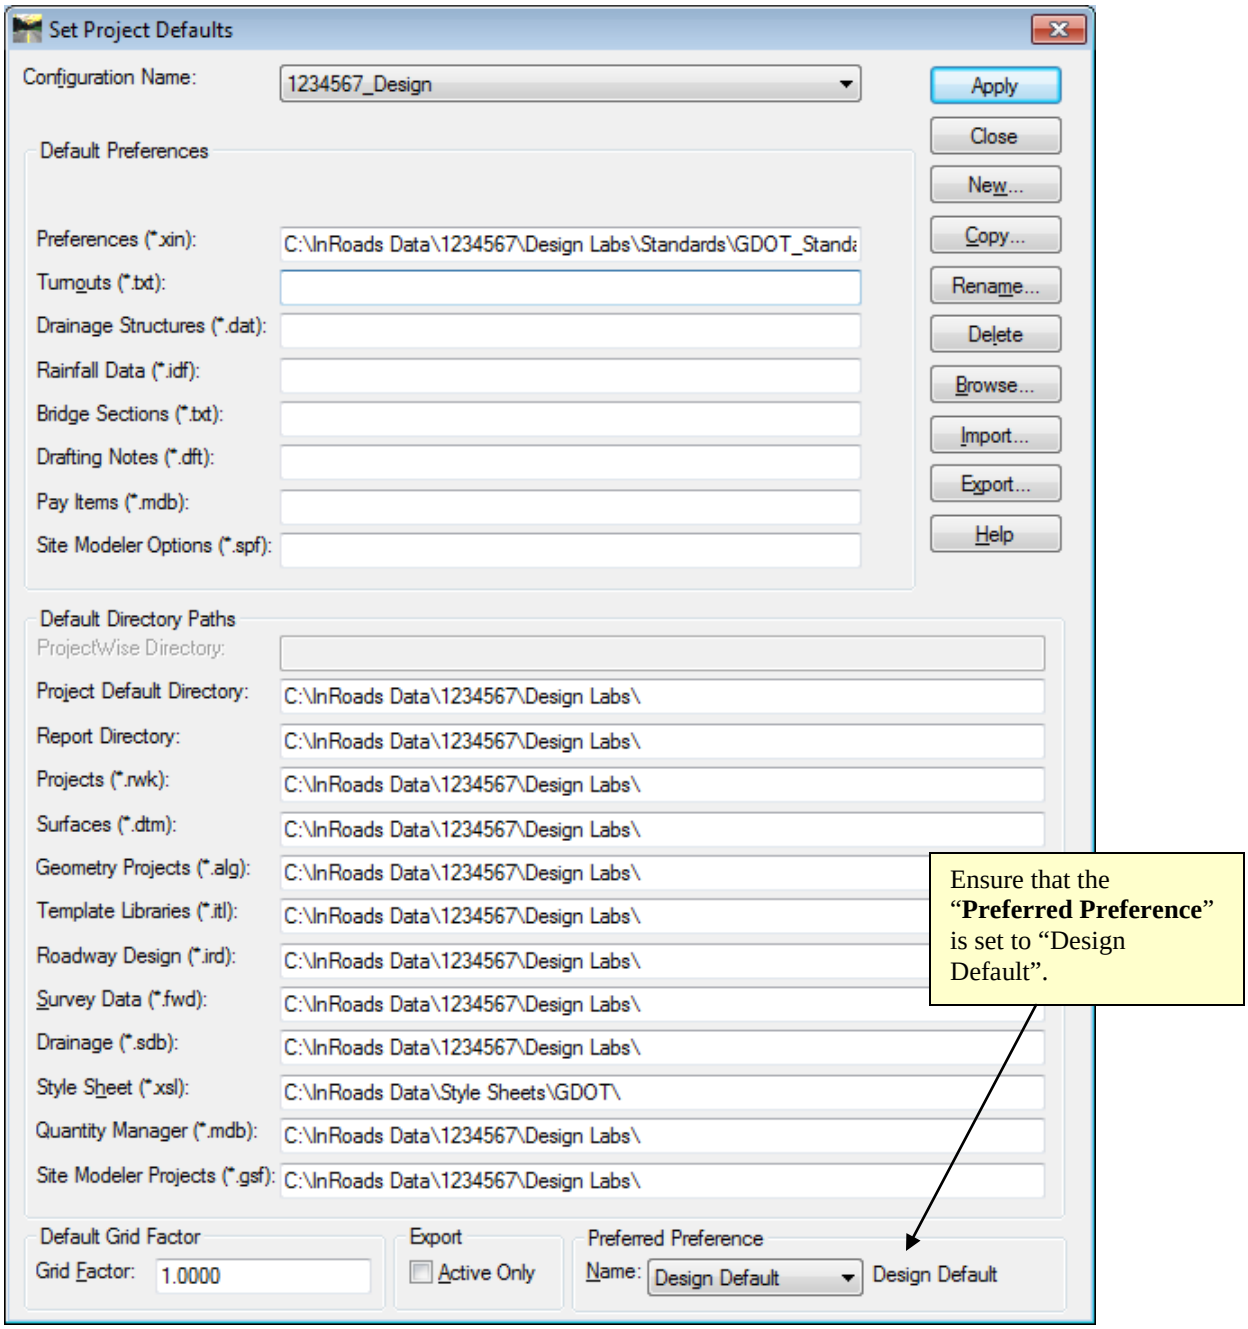

Figure L1-6 Set Project Defaults
15.	The **Project Defaults** should now correspond to the screen capture depicted in *Figure L1-6* (as shown below). Verify to ensure that your 1234567 Project Defaults match the inputs in the screen capture. *The Project Default Fields are verified for accuracy.*